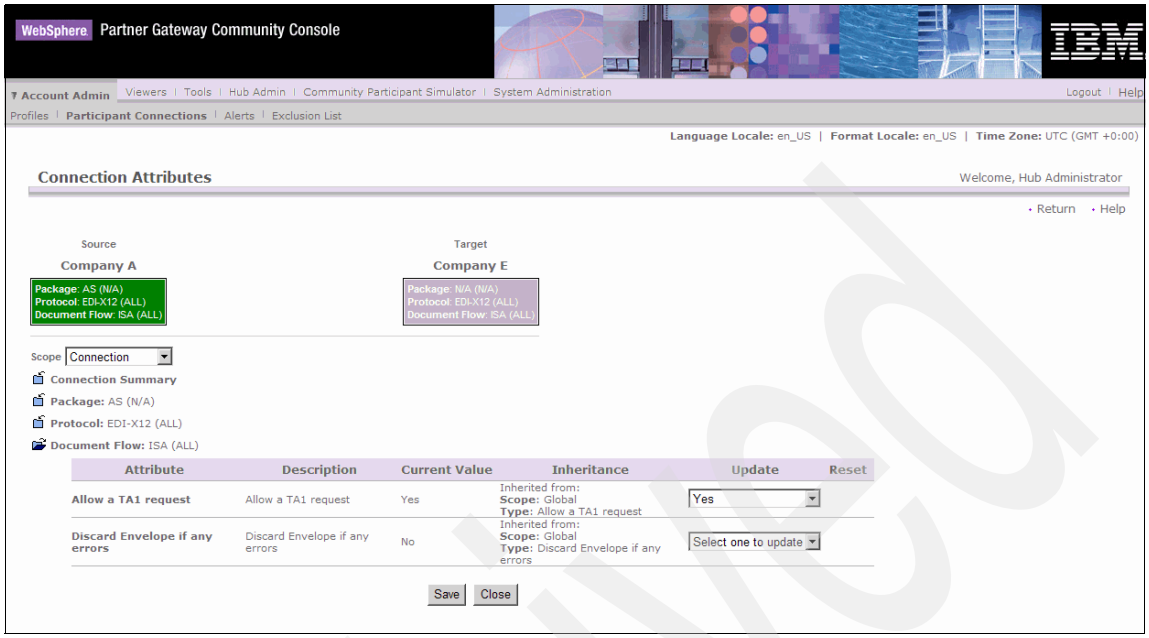

Figure 20-8 Setting the attribute Allow TA1 Request to Yes.
9. In the next screen, make sure that the attribute Allow TA1 Request is Set to **Yes** (Figure 20-8 on page 707).